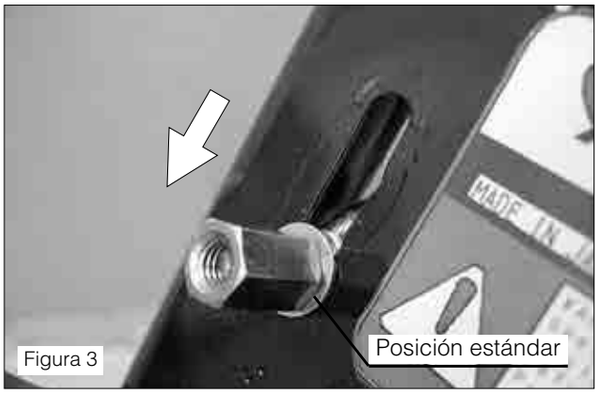

Figura 3
(3) Con el objeto de efectuar el ajuste estándar, suelte el retenedor y remuévalo a la posición estándar (véase la Figura 3).